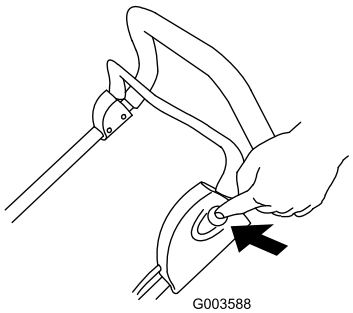

Рисунок 15
3. Нажмите и удерживайте в нажатом положении кнопку на левой стороне рукоятки (Рисунок 15).